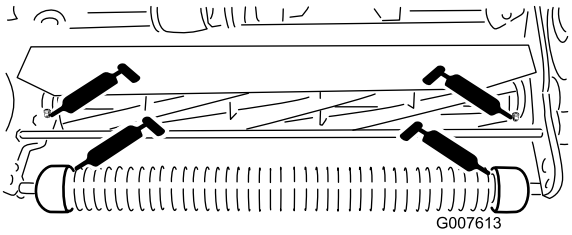

Figur 14
- Två på den främre valsen (Figur 14)
- Två på cylinderlagren (Figur 14)